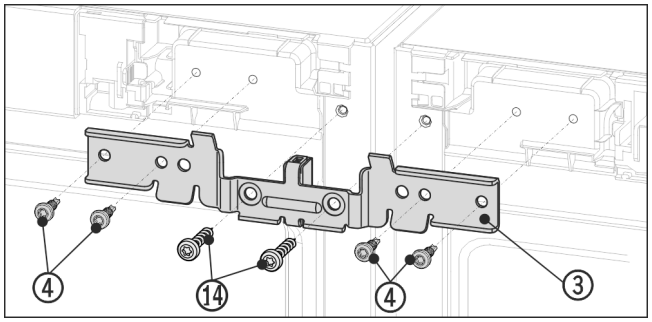

Fig. 10 Reprezentare exemplificativă
▶ Împingeți vinclul *Fig. 10 (3)* cu piesa de distanțare între aparate și pe cepuri. Prindeți vinclul în patru șuruburi *Fig. 10 (4)* și în cele două șuruburi pentru pământare *Fig. 10 (14)* alternant, pe dreapta și stânga fără a strânge.